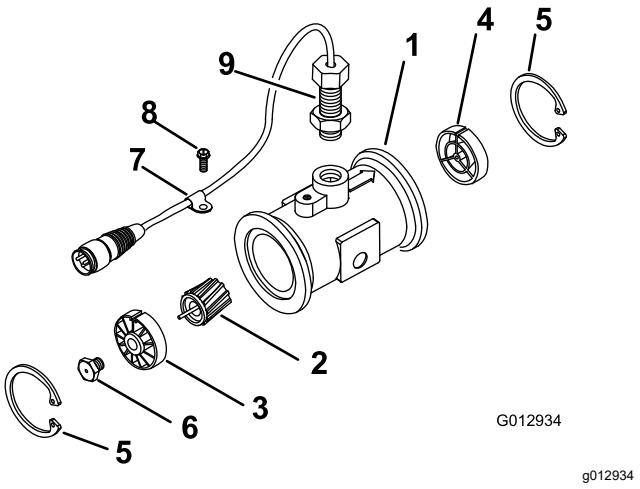

Figure 66
3. Retirez le circlip en amont (Figure 66).